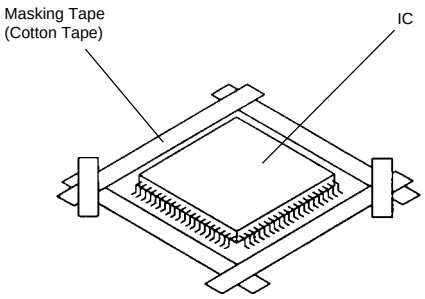

Fig. 2-1
1. Put the Masking Tape (cotton tape) around the Flat Package IC to protect other parts from any damage. **(Refer to Fig. 2-1.)**